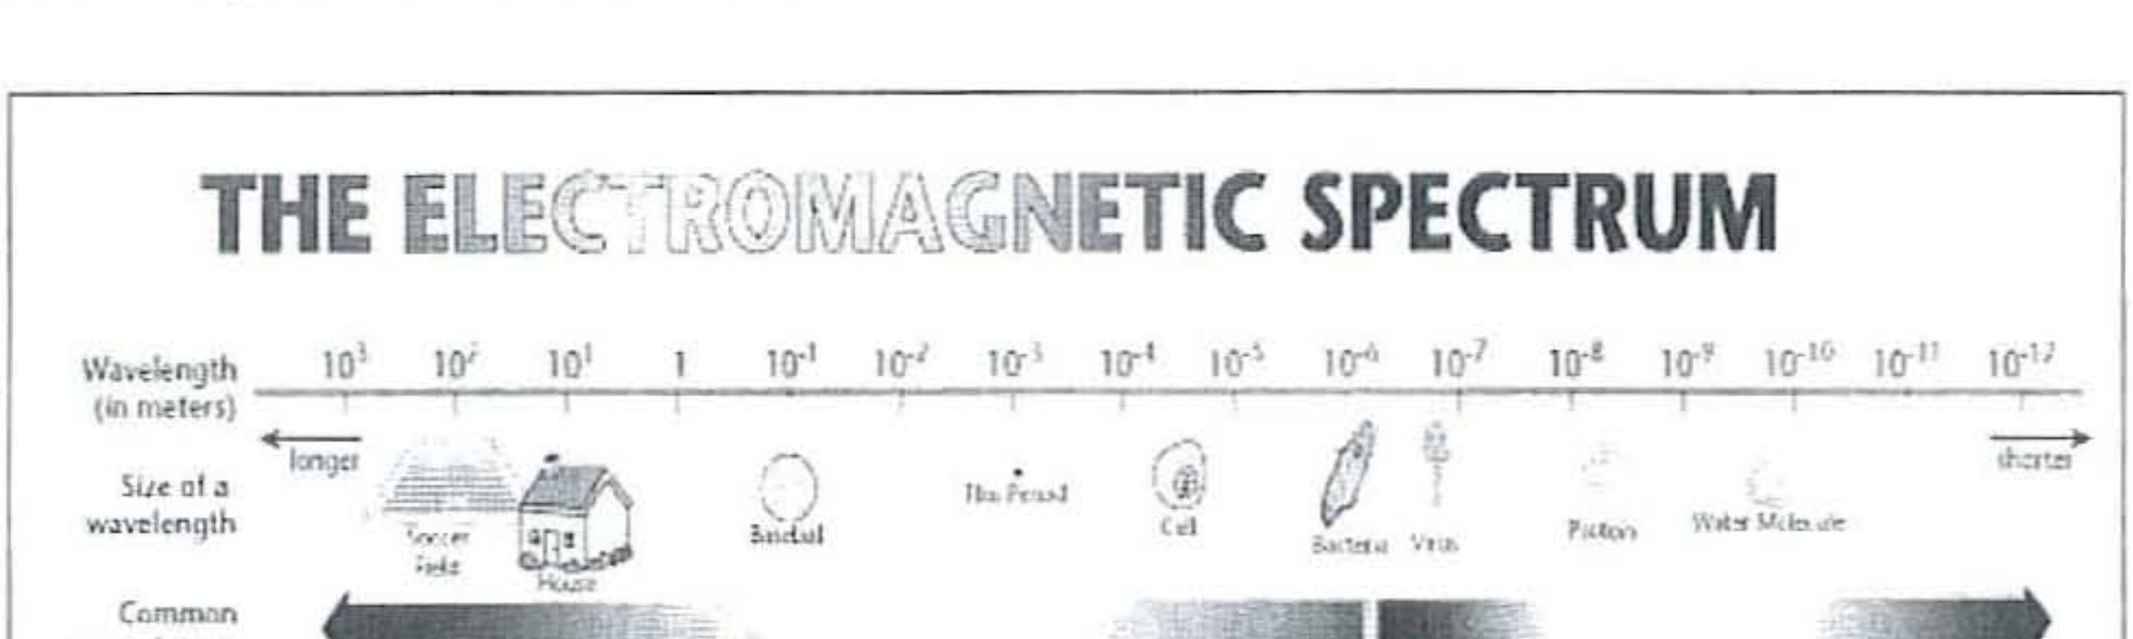

Figure 9-2 *Radio frequency spectrum chart*
Radio-frequency energy is generated by humans for communications, entertainment, radar, television, and so on. This *radio frequency* (RF) energy covers the range from the low end of the radio spectrum (10 to 25 KHz), which is the domain occupied by the high-power navy stations that communicate with submerged nuclear submarines, through the familiar AM broadcast band (550 to 1,600 KHz), on through the shortwave band (2,000 to 30,000 KHz), which makes use of multiple reflections from the ionosphere that surrounds the earth. The next band of frequencies are used by the very high-frequency television channels (54 to 216 MHz), followed by the very popular *frequency modulation* (or FM) band (from 88 to 108 MHz). Following the FM broadcast band are aircraft frequencies, UHF television channels, and the radar frequency band of 1,000 to 1,500 MHz. Beyond that, the spectrum extends through approximately 300 GHz. The radio frequency spectrum actually extends almost up to the lower limit of visible light frequencies with just the infrared frequencies lying in between it and visible light. Table 9-1 illustrates the division of radio frequencies. A radio frequency spectrum chart is shown in Figure 9-2.